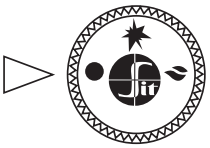

Рис. 7
7.2. В исходном (выключенном) положении ручка управления находится в положении **«точка»** (рис. 7). Пилотная и основные горелки погашены (подача газа к ним заблокирована).
7.5. **Выключение аппарата** производится путем поворота ручки в положение **«точка»** (рис. 7). При этом пилотная и основные горелки (если горят) погаснут.